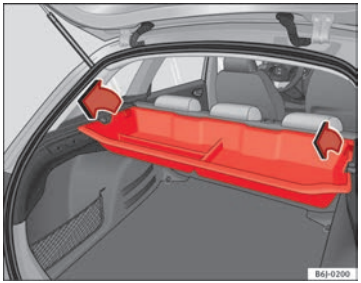

Fig. 97 Removing storage compartment
– Remove the rear shelf and pull the storage compartment upwards holding it by the edges ⇒ Fig. 97.